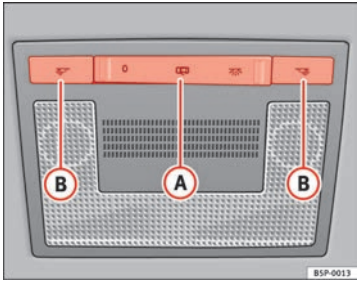

Fig. 80 Interior roof trim: front interior lights
The switch ⇒ fig. 80 (A) is used to select the following positions:
Push the switch to position O ⇒ fig. 80.